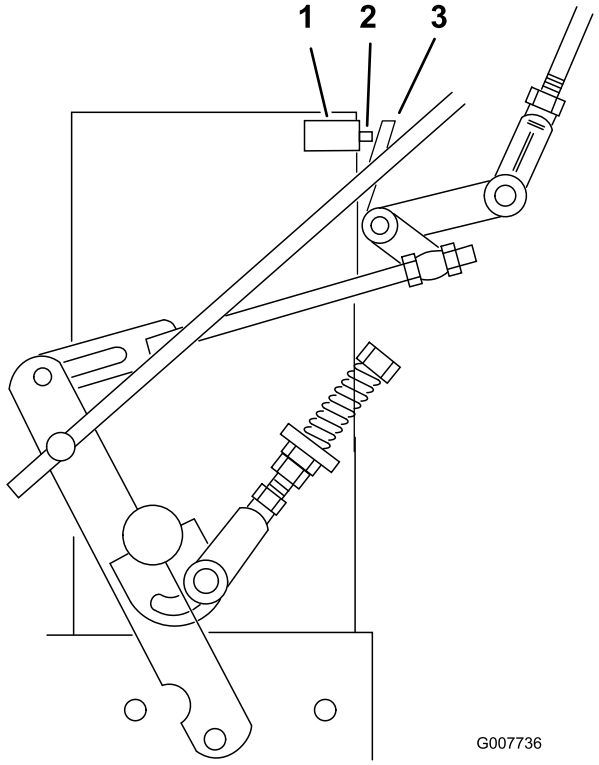

Figur 31
7. Kontroller, at sikkerhedskontakten er trykket ned, og at der er 8 mm afstand mellem aktiveringstappen og kontakten. (Figur 31).
8. Hvis det er nødvendigt, justeres kontaktens placering til en afstand på 8 mm (Figur 31).